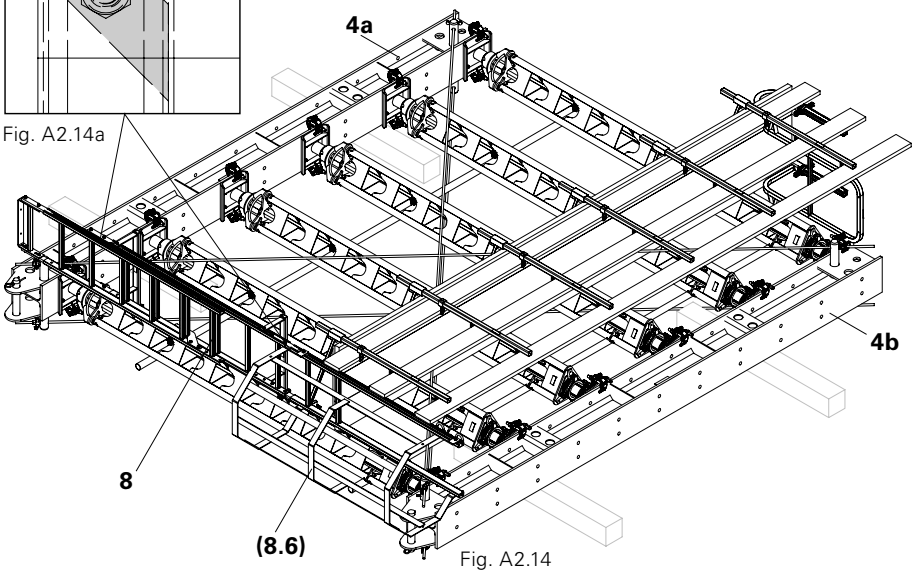

Fig. A2.14
5. Fix Ladder Safety Cage to ladder with the clamping plates. (Fig. A2.14 + A2.14a)